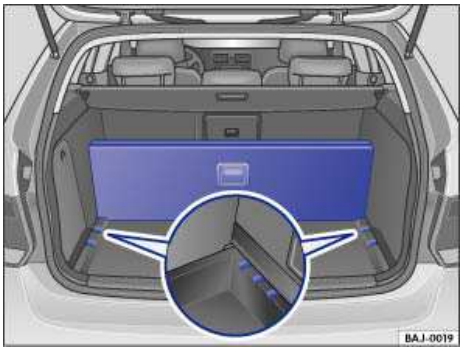

**Fig. 104** In the luggage compartment: Upright position of the luggage compartment floor.
- Lift up the luggage compartment floor handle **B** (2) in the direction of the arrow.
- Use the handle to put the luggage compartment floor in a upright position by fitting its sides into the slots ⇒ fig. 104 (inset).